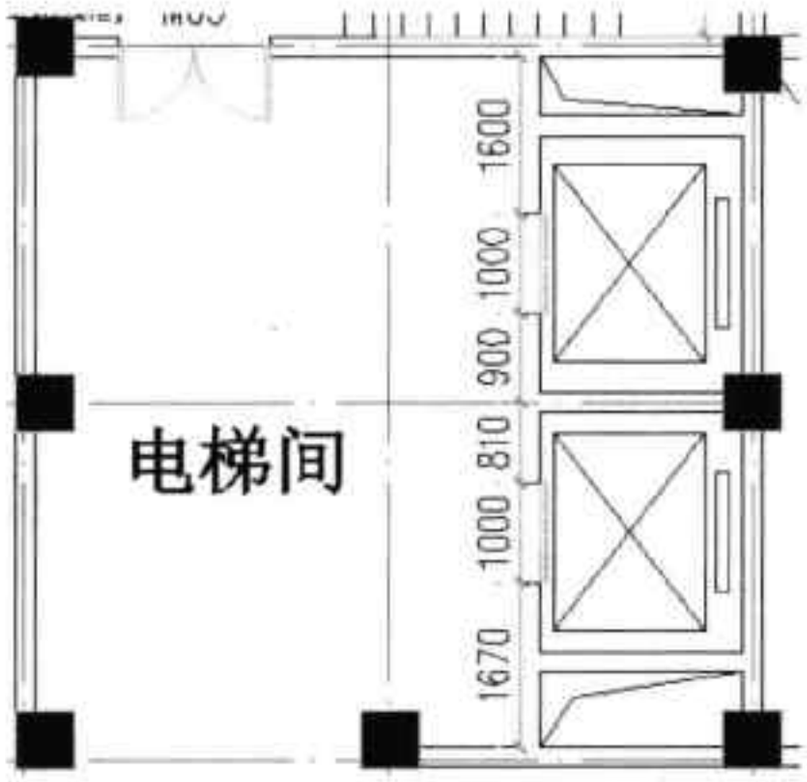

图17-122 添加电梯间尺寸标注
Step25 按回车键，完成电梯间尺寸标注的添加操作，如图 17-122 所示。